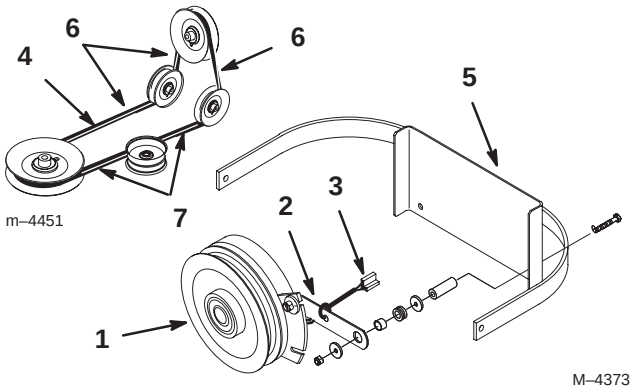

Figure 66
2. Retirez la barrette de retenue de l'embrayage du bâti de la machine et débranchez la borne de l'embrayage du faisceau de câblage (Fig. 66).
3. Déposez la courroie d'entraînement de PdF de l'ensemble bras de tension arrière et poulie de tension avant. Déposez la courroie d'entraînement de PdF (Fig. 66).
4. Installez la courroie d'entraînement neuve sur l'embrayage, autour de la poulie de tension arrière, dans l'ensemble bras de tension arrière, dans l'ensemble poulie de tension avant et sur la poulie centrale supérieure (Fig. 66).
Important Vérifiez le vrillage de la courroie entre les poulies. Il doit être conforme aux spécifications de la Figure 66.
5. Posez la barrette de retenue de l'embrayage et branchez la borne de l'embrayage au faisceau de câblage (Fig. 66).